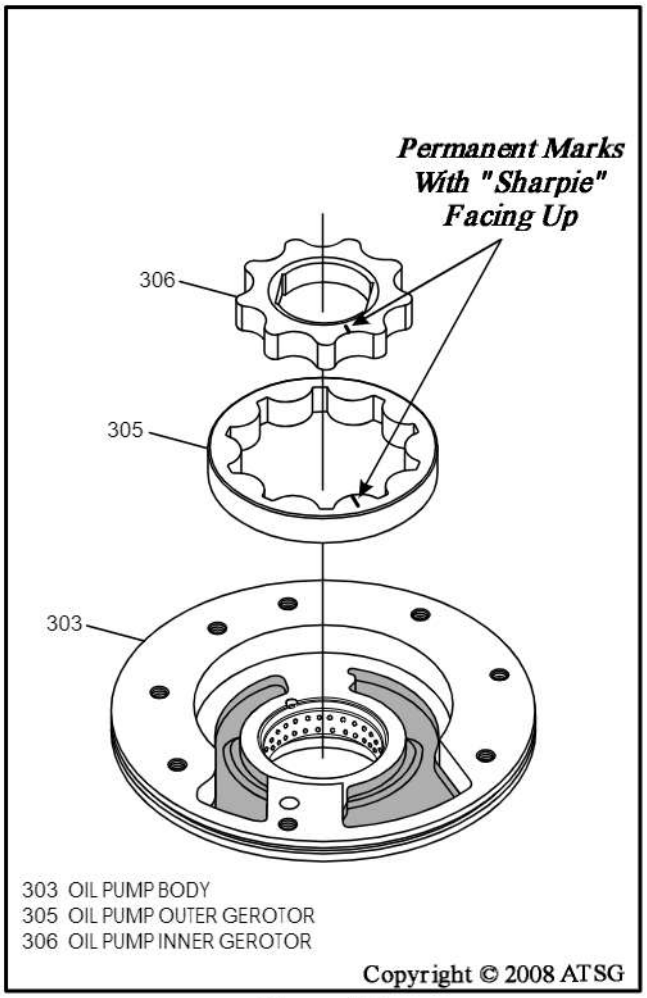

Figure 151
12. Lubricate the inner and outer gerotor with the proper fluid for the vehicle and install them in the oil pump body, as shown in Figure 151. ***Note: Permanent marks with "Sharpie" previously made on gearset must face up, as shown in Figure 151.***